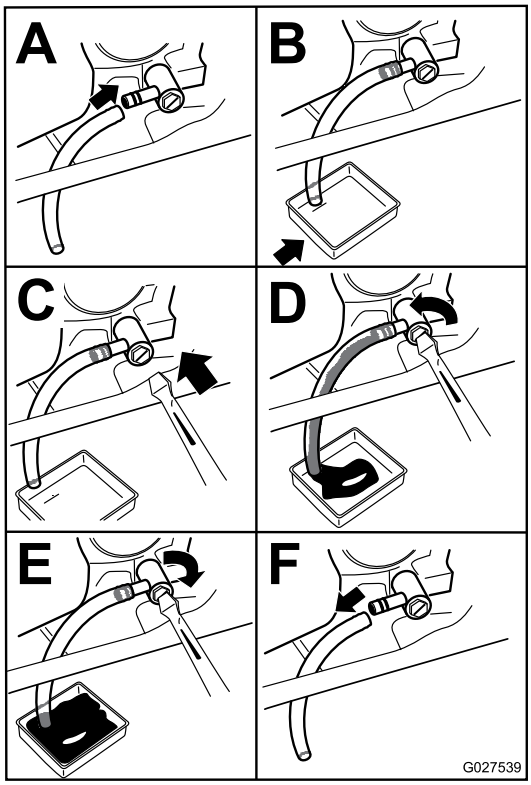

Figuur 40
3. Zet de motor af, verwijder het contactsleuteltje en wacht totdat alle bewegende onderdelen tot stilstand zijn gekomen voordat u de bestuurderspositie verlaat (Figuur 40).